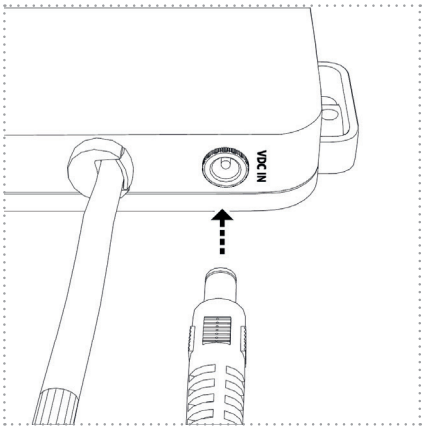

Figure 22
5. Enfichez maintenant la fiche du câble de raccordement (alimentation électrique) dans la prise prévue à cet effet sur l'unité UV (figure 22).